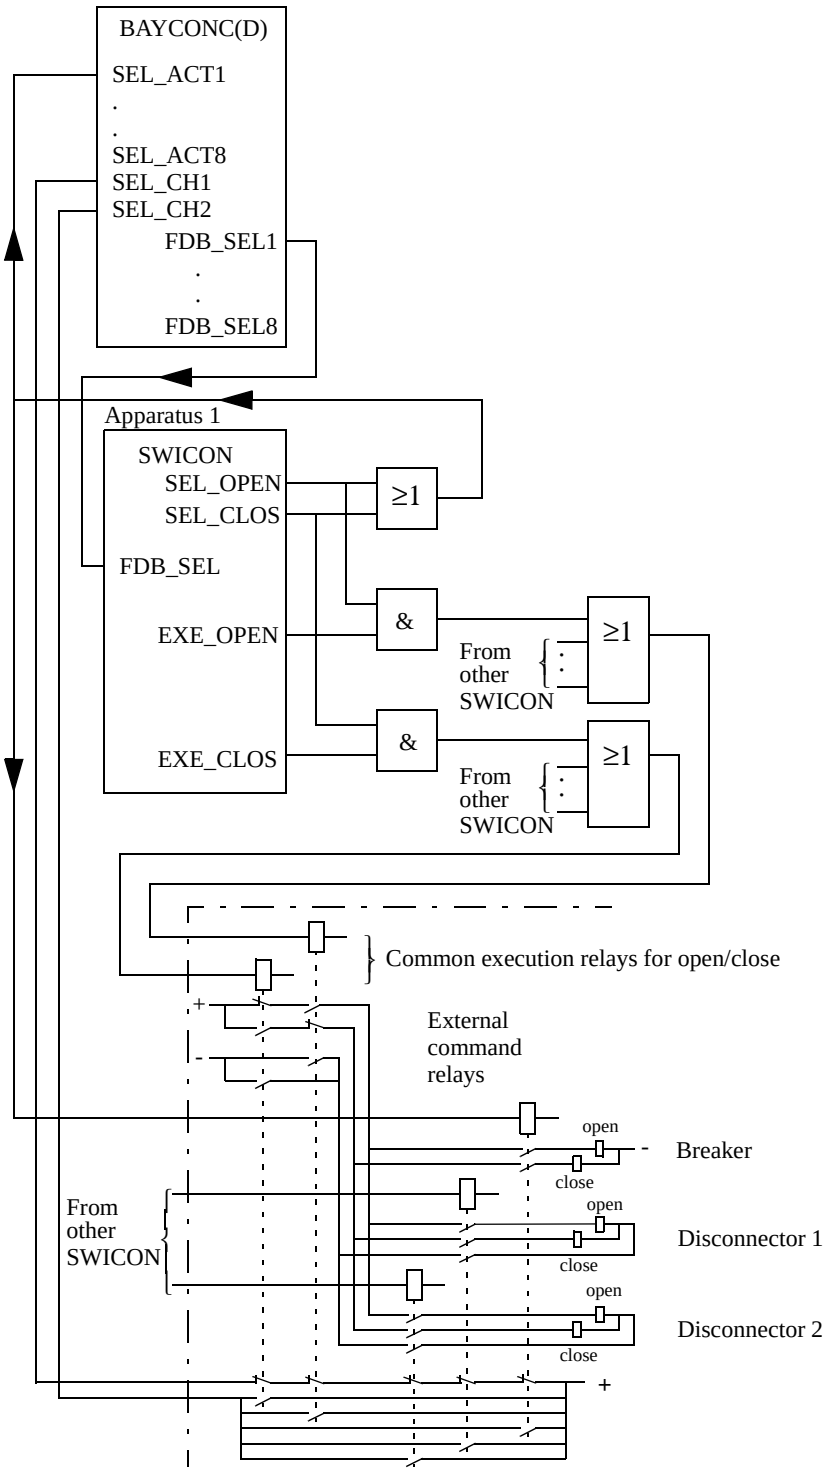

Figure 6: External selection relays with common feedback signals
- With common feedback signals from the selection relays (BAYCONC and BAYCOND) shown in Figure 6:
In the version in Figure 6:, the auxiliary contacts of the relays are wired to two inputs SEL_CH1 and SEL_CH2. A series connection of NC contacts connected to SEL_CH1 indicates that no relay is energised. A parallel connection of NO contacts connected to SEL_CH2 indicates that a relay is energised. BAYCON can now determine two types of errors. It can indicate that there is an error most probably at the system inputs with the BINPERR. BOUTERR indicates that the error is more likely to be found at the system outputs. When an error occurs, BAYCON cancels all operations. It lets the reservation go into a fail state, which causes resetting of the selection or acknowledgement.